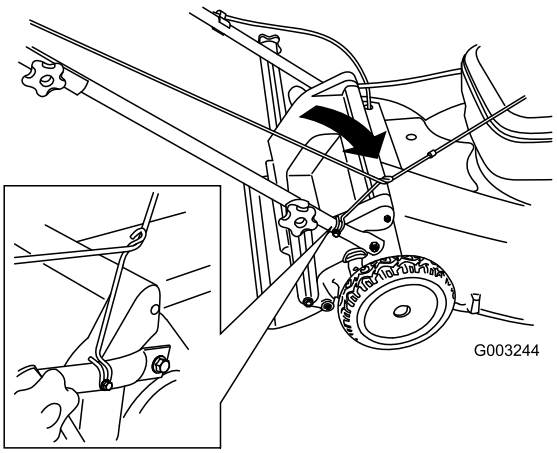

Figuur 25
3. Laat het startkoord rond de onderste koordgeleider lopen (Figuur 25).